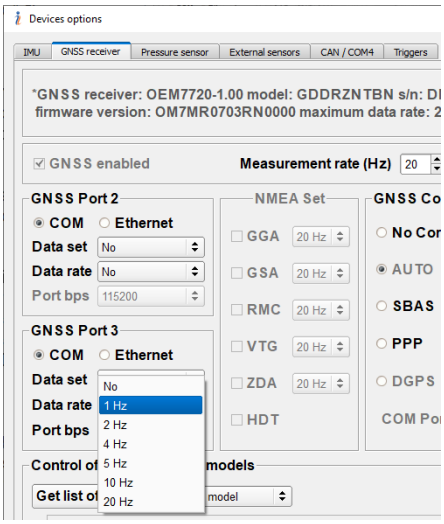

**Fig. 4.10.**
- **Data rate** – sets the frequency of GNSS port 3 data output. When Data set is set other than “No”, user can choose frequency of data output (Data rate) in the drop-down list (see Fig. 4.10).